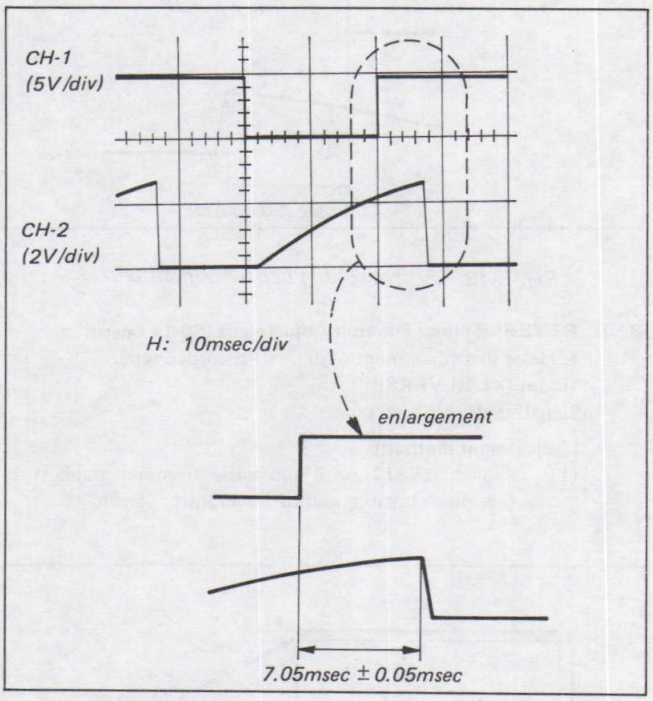

Fig. 5-12. Tracking center adjustment
(1) Set the TRACKING knob to the center click position.
(2) Adjust to 7.05msec ± 0.05msec with RV305. (See Fig. 5-12.)